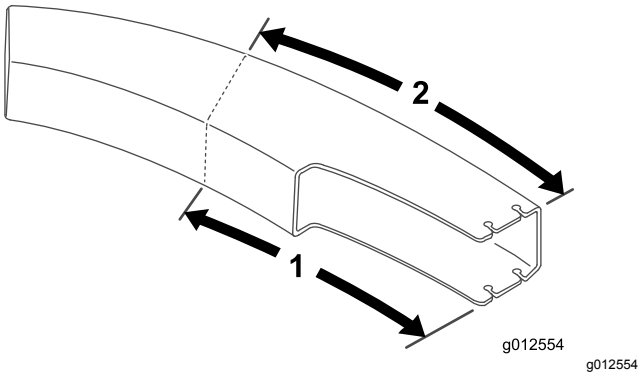

Figure 28
1. Using the dimensions shown in Figure 28, use a tape measure and mark the chute.